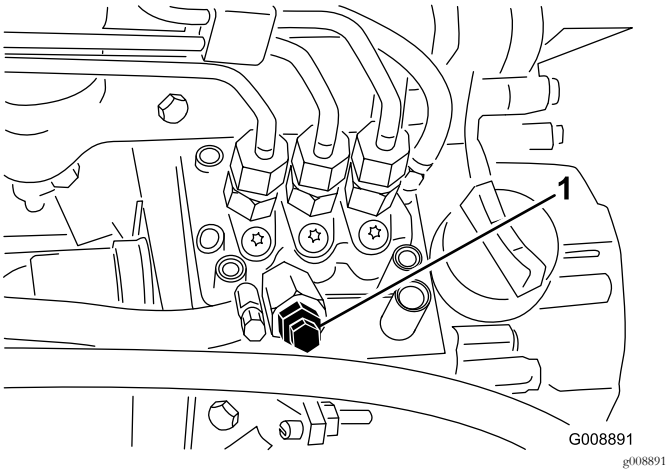

Figur 43
4. Åbn udluftningsskruen på brændstofindsprøjtningspumpen (Figur 43).